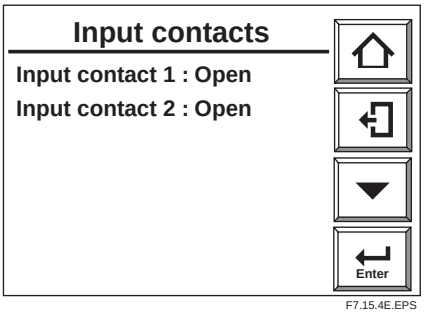

Figure 7.15.4 Input Contact Check Display
(1) Referring to Section 7.11.1, display the contact check display.
(2) Display the input contact check display as Figure 7.15.4 shows. The "open" or "closed" input contact in the display shows the current contact input terminal status and the display changes according to the contact status. Using this enables you to check that the wiring connections have been properly completed.